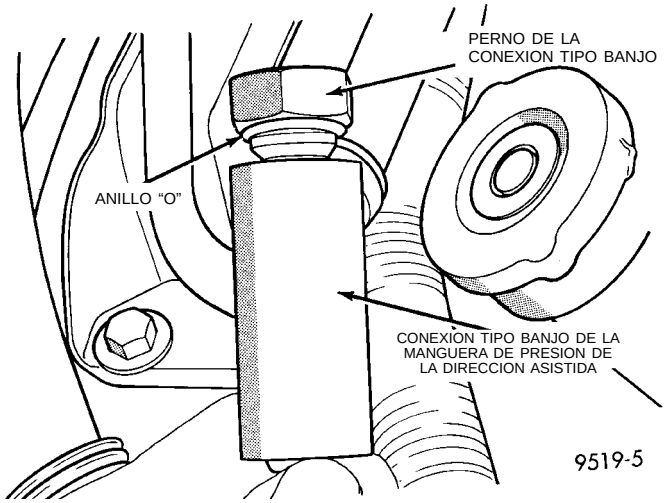

Fig. 14 Anillo “O” instalado en el perno de la conexión tipo Banjo
(4) Instale un anillo “O” nuevo (Fig. 14) en el perno de la conexión tipo Banjo de la manguera de presión de la dirección asistida.
(5) Lubrique ambos anillos “O” con líquido de dirección asistida limpio y nuevo.
(6) Instale el perno tipo Banjo dentro de la conexión tipo Banjo de la manguera de presión de la dirección asistida (Fig. 14).